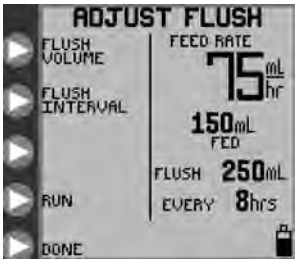

Rysunek 12A. Menu *ADJUST FLUSH (USTAWIANIE PŁUKANIA),* tryb ciągły.
- **ADJUST FLUSH (USTAWIENIE PŁUKANIA)** (Rysunek 12A, 14A)